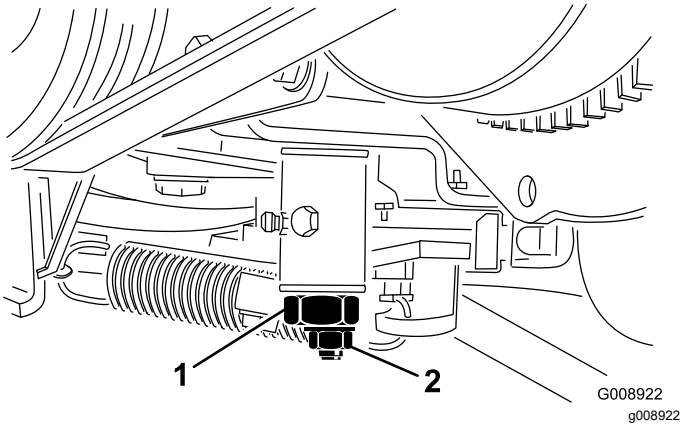

Figura 56
4. Serrate il dado di bloccaggio sulla camma di regolazione della trazione. (Figura 56).